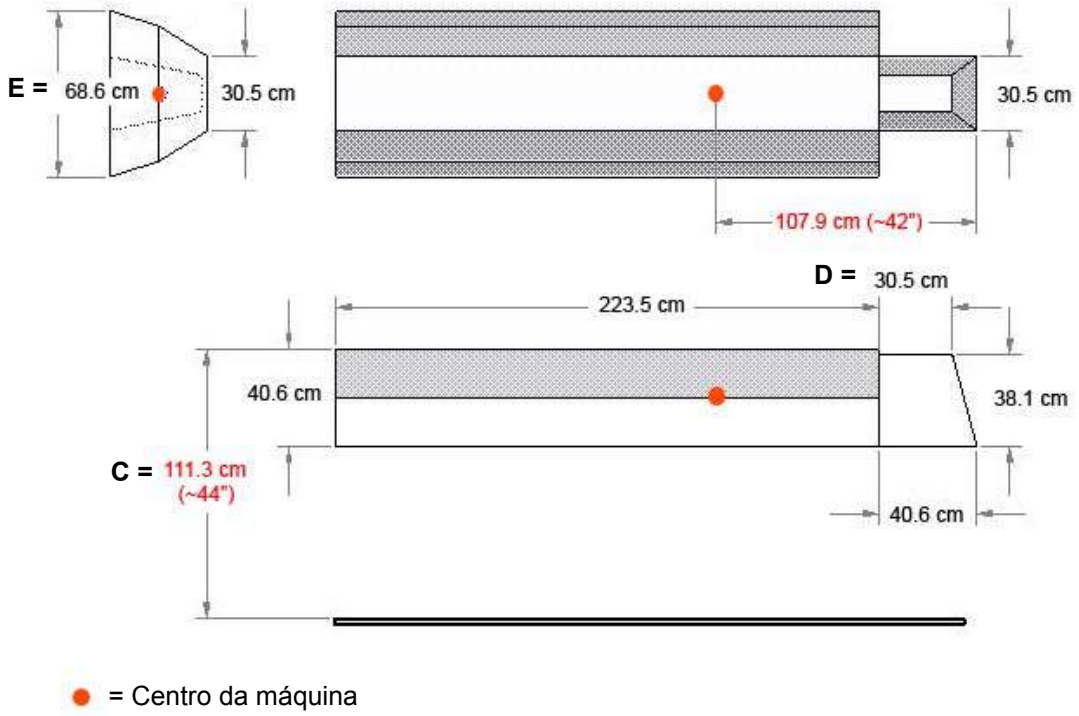

Figura 6 Dimensões da zona de segurança fixa para tratamento do corpo (mesa de tratamento padrão e configuração da Mesa Plana do RoboCouch)
A zona de segurança fixa é um volume de espaço do qual o robô de tratamento é excluído. Essa zona de segurança é fixada em relação ao centro da máquina. Suas dimensões dependem da anatomia selecionada durante o planejamento do tratamento (tratamento da cabeça ou do corpo), como mostrado na Figura 5 na página 1-26 e na Figura 6 na página 1-27.
A Figura 6 na página 1-27 mostra as dimensões da Zona de segurança fixa para tratamento do corpo.
- O paciente inteiro está abaixo de 111,3 cm (a altura denominada "C" na Figura 6 na página 1-27 para a mesa de tratamento padrão ou a configuração de Mesa Plana do RoboCouch).
- As bordas laterais do paciente inteiro não excedem 34,3 cm (1/2 da distância denominada "E" na Figura 6 na página 1-27 para a mesa de tratamento padrão ou a configuração da Mesa Plana do RoboCouch) à esquerda ou direita do centro da máquina.